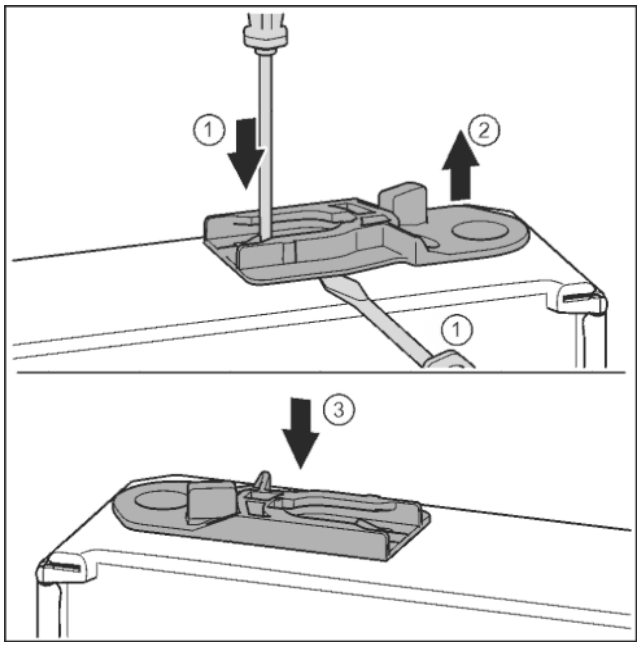

Fig. 33
- ▶ Извлечь направляющее гнездо: нажать накладку шлицевой отверткой и одновременно переместить ее шлицевой отверткой под направляющее гнездо. *Fig. 33 (1, 2)*
- ▶ Прилагаемое при поставке направляющее гнездо вставить на другой стороне корпуса. *Fig. 33 (3)*